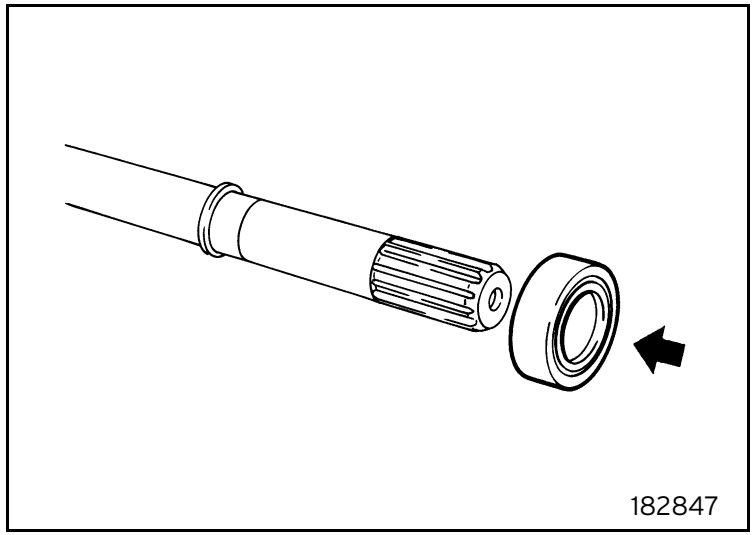

Fig. 47
- Fit the front bearing on the shaft (figure 47).